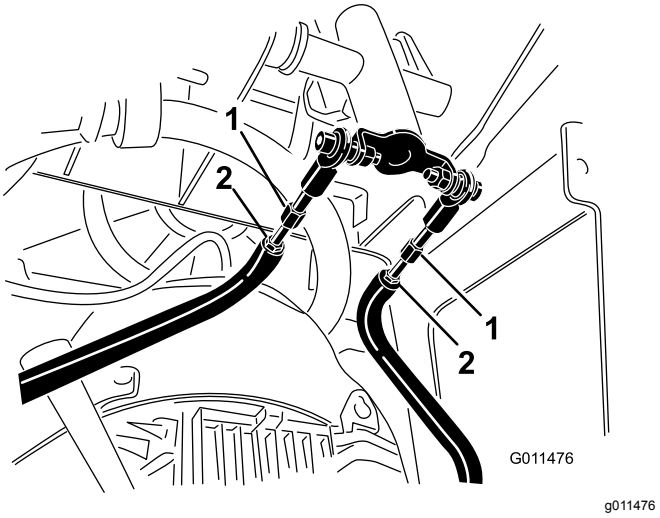

Figur 57
D. Lossa kontramuttrarna på drivstängerna, under reglagepanelen (Figur 57).